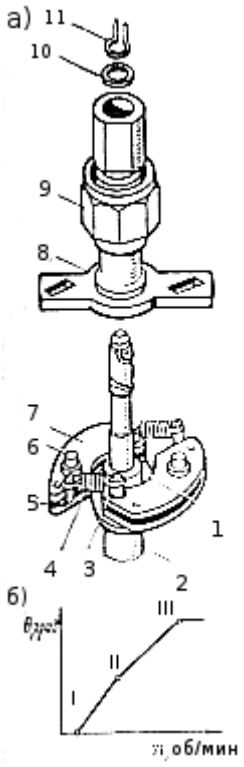

Рис. 11. Центробежный регулятор опережения зажигания прерывателей-распределителей Р4-В; Р13-В и др.: а - устройство; б - характеристика регулятора
10): корпус, прерыватель тока низкого напряжения, распределитель тока высокого напряжения, центробежный и вакуумный регуляторы опережения зажигания (**рис. 11. 12**), октан-корректор и конденсатор.